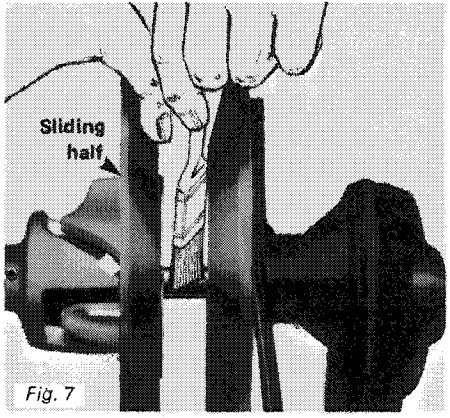

Fig. 7
3. Apply a light coat of Ski-Doo* clutch lube on the shaft (See Fig. 7).